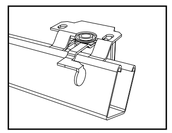

Figure 1
(1). Alignez doucement le store et le rail supérieur avec les deux supports. Faites glisser vers l'avant sur les supports. (Voir la figure 1)
(2). Assurez-vous que le rail supérieur est de niveau dans le support. (Voir la figure 1)